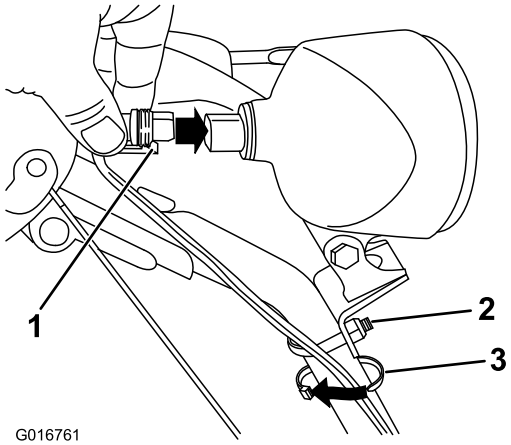

Figur 18
1. Før ledningskonnektoren inn på den løse enden av ledningen og rett inn på baksiden av frontlykten til den er godt festet (Figur 18).
Merk: Påse at plastklemmen på ledningskonnektoren er nederst (Figur 18).
2. Fest et kabelfeste (fra posen med løse deler) rundt ledningen og håndtaket omtrent 2,5 cm nedenfor U-bolt (Figur 18).